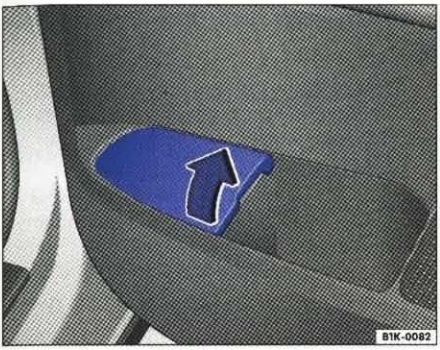

Rys. 86 Popielniczka z tyłu
– W celu *otwarcia* popielniczki w prawych tylnych drzwiach podnieść pokrywę w kierunku strzałki ⇒ rys. 86 w górę.